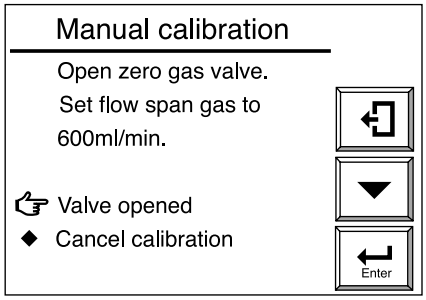

Figura 10.17 Display Calibrazione manuale
(1) Quando durante la calibrazione viene visualizzato il display illustrato alla figura 10.17, aprire la valvola di taratura della portata del gas di zero e regolare la portata a 600 ml/min ±60 ml/min. Per ruotare lo stelo della valvola, allentare il controdado e ruotarlo lentamente in senso antiorario. Per controllare la portata, verificare la portata del gas di calibrazione. Se la pressione del gas da misurare è molto alta, regolare la pressione del gas da misurare per ottenere le pressioni (elencate nella tabella 10.6) ±10%.